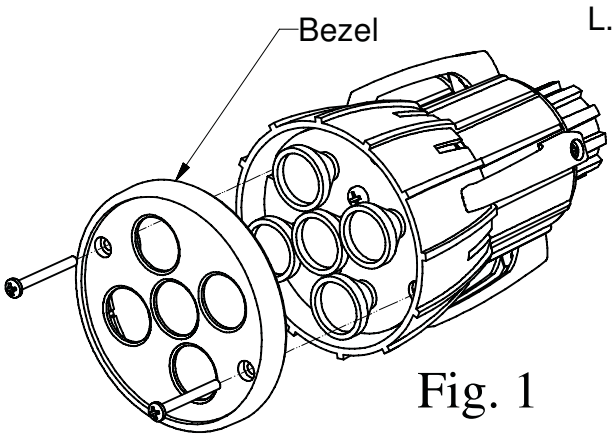

Fig. 1
1) Remove "Bezel" by removing 2 screws. (See Fig. 1)